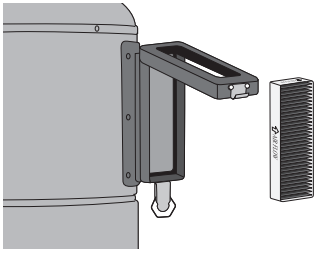

figure 13
2. Remove the used filter, and discard ***(figure 13)***.